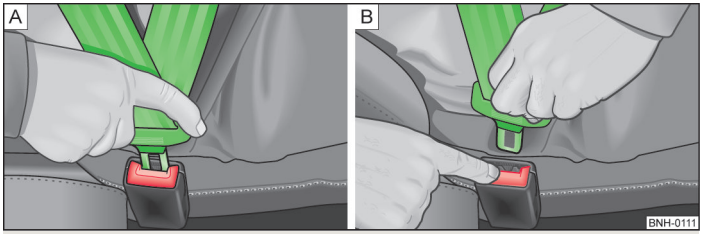

Fig. 79 **Fastening/unfastening the seat belt**
- Insert the lock tongue into the belt buckle » Fig. 79 - A that is part of the seat until it clicks into place.
- Press the red button in the belt buckle » Fig. 79 - B, the lock tongue pops out.